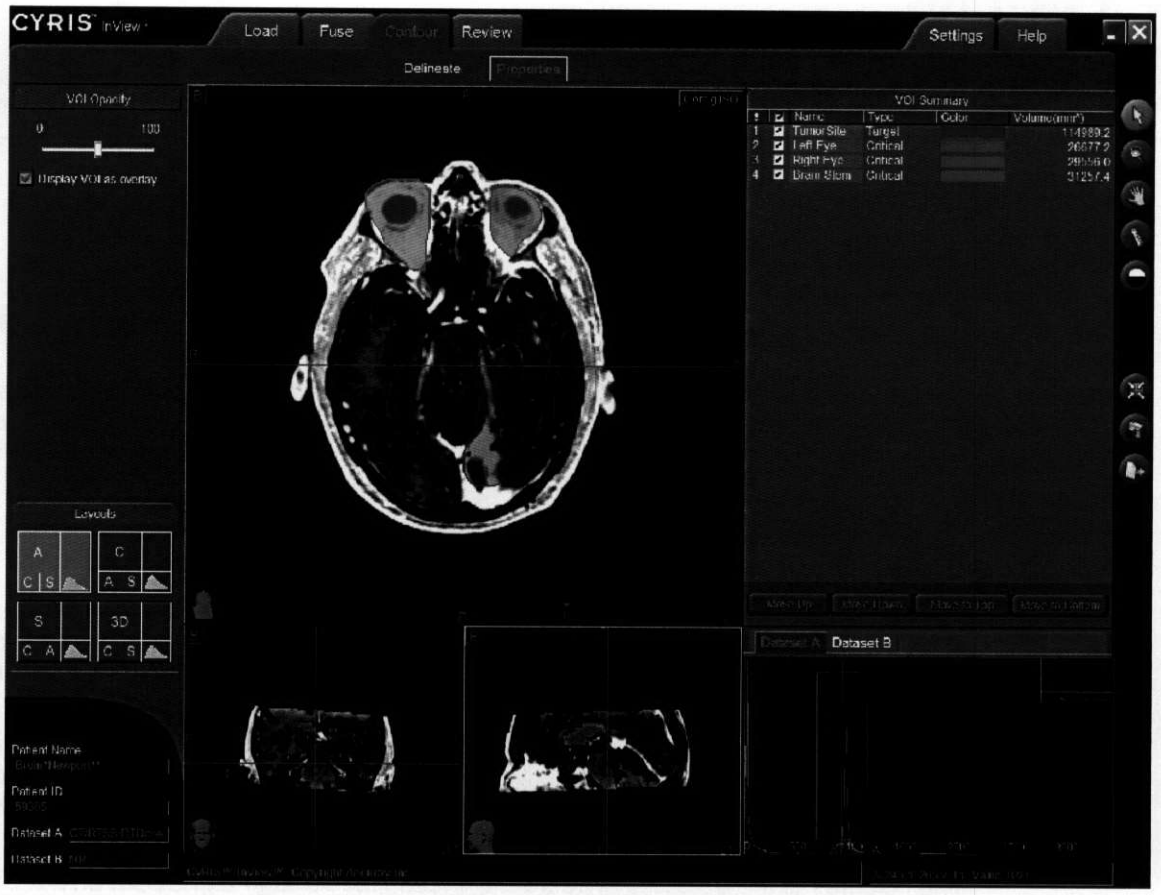

**Figure 23 Properties Step**
*Figure 23 Properties Step, page 34* shows the **Properties** step of the **Contour** task. The list on the right of the Display View indicates the properties associated with each VOI. Each VOI has a name that you can set, as well as a type. Two types are available: **Target** and **Critical**.
*Figure 23 Properties Step, page 34* also indicates the display settings that you can use to portray the drawn volumes of interest. From the control view you can determine whether to fill or not fill the contours. You can also choose the transparency of the filled contours. Move the slider to the left for a fully transparent polygon. (This setting is the same as including no fill for the polygons.) Move the slider to the right for a fully opaque polygon.
The layout switcher in the control view allows you to set either a 2D View (*Figure 23 Properties Step, page 34*) or a 3D View (*Figure 24 Properties Step with Volume Rendered Image, page 35*) as the large image at the top left of the display view.